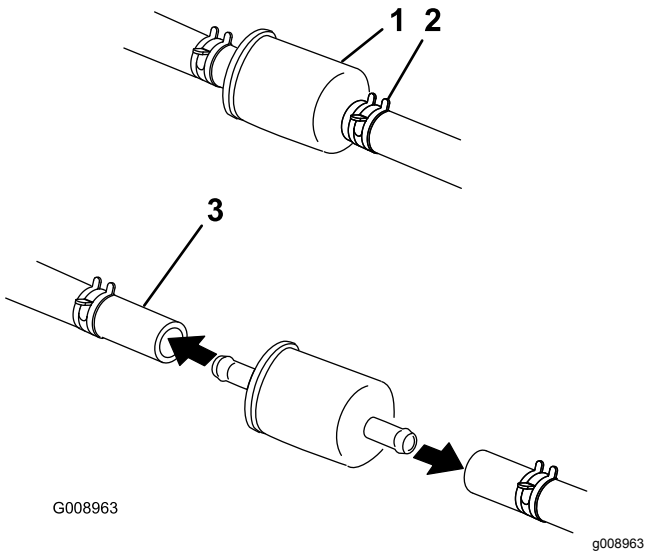

**Figur 51**
2. Rengør området omkring tankdækslet for at forhindre, at der kommer snavs i brændstoftanken (Figur 51).
4. Klem slangeklemmernes ender sammen, og skub dem væk fra filteret (Figur 51).